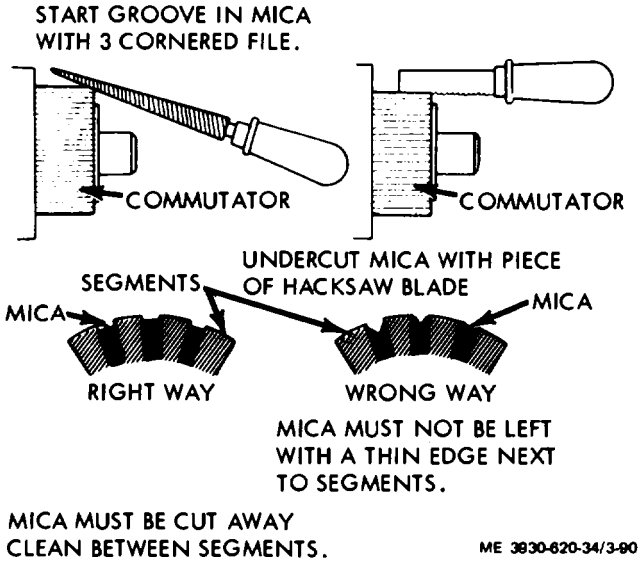

Figure 3-90. Undercutting mica.
(1) Place armature in a lathe and turn down comnmutator until true. Make certain cut is not made on commutator riser bars as solder will be removed. weakening coil connections at this section. Remain approximately 3/ 16 inch from riser bars cutting.
(2) Undercut mica between bars to a depth not exceeding 0.030 inch. Undercut must be-full width of mica and flat at bottom. (fig. 3-90.) After undercutting. clean out slots to remove any dirt or copper dust.
(3) Sand commutator lightly with No. 00 sandpaper to remote an. burrs left from undercutting.
(4) Check armature on a growler for short circuits. Refer to subparagraph h. step (1).